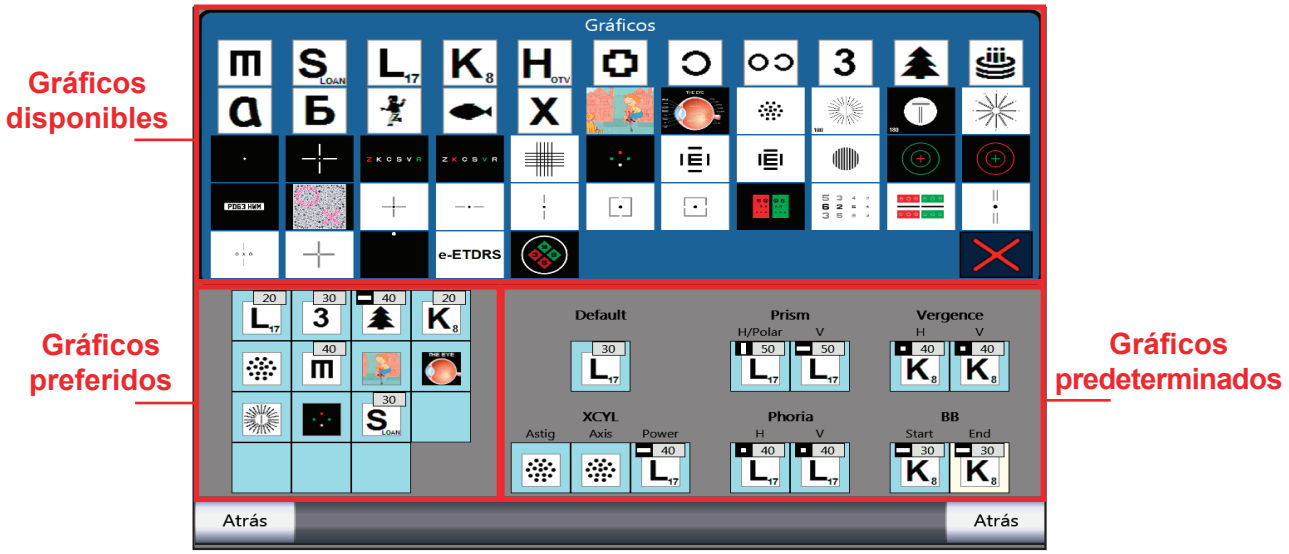

Figura IS-29, Pantalla de Gráficos
1. Toque un cuadro vacío o el gráfico que quiera cambiar en la sección de sus gráficos preferidos de la pantalla. (Mire la Figura IS-29).